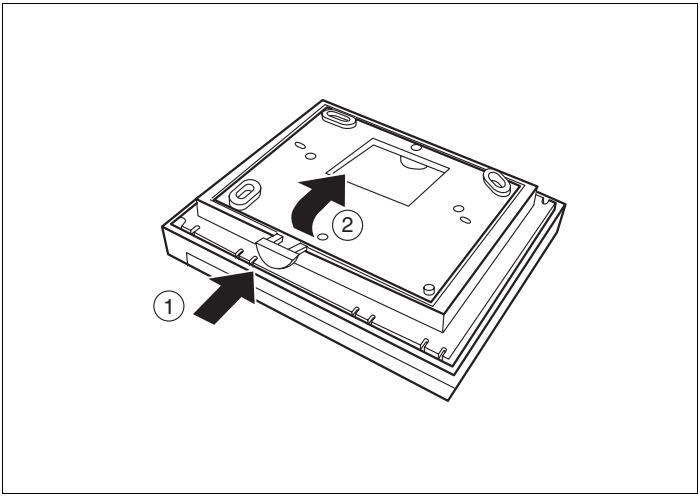

Rys. 2 Zdjęcie regulatora z płytki montażowej
- Nacisnąć przycisk odblokowujący znajdujący się na dolnej stronie płytki montażowej (rys. 2, **poz. 1**).
- Wyjąć płytkę montażową w kierunku strzałki (rys. 2, **poz. 2**).